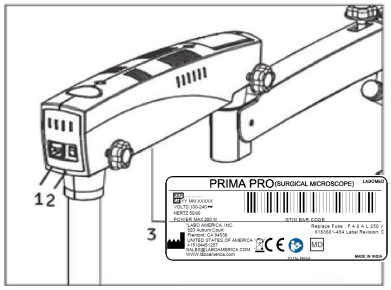

Fig. 35
1. **Connect the power cable to the AC inlet socket (1) provided on the back of the swivel arm as shown in the fig.35. Switch on the power from on/off switch (2).**
Note: Power supply is designed with universal input 100V - 240V AC, 50/60HZ. To plug in follow instruction on electrical label provided at bottom of the arm as shown (3) here in Fig.35.
It is located on the back of the swivel arm Ref. Fig. 35. At '2' position, microscope is on and cooling fan starts running.